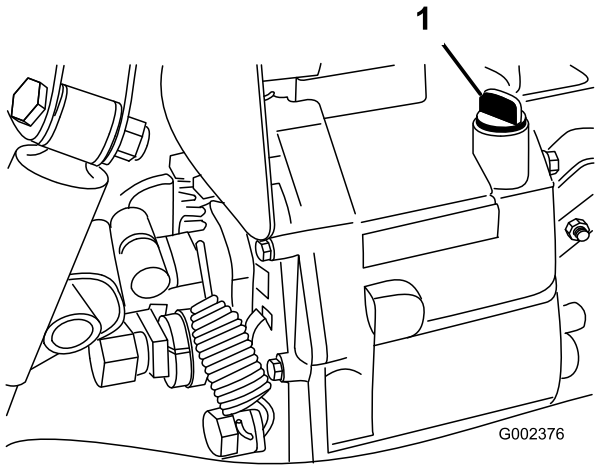

Figur 19
2. Rengør området omkring målepinden (Figur 19).